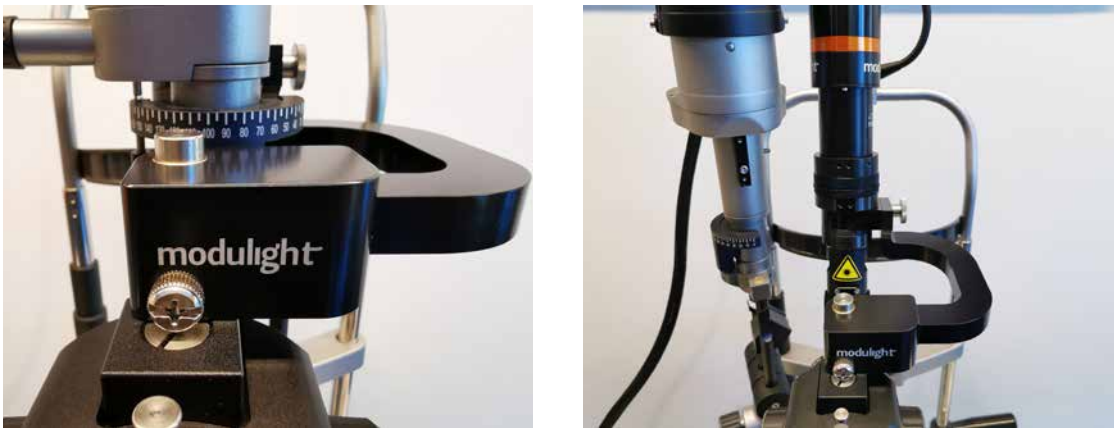

Figure 5. *Mounting the ML-SLA to the slit lamp tonometer base.*
- Placing the SLA on the slit lamp (Figure 5)